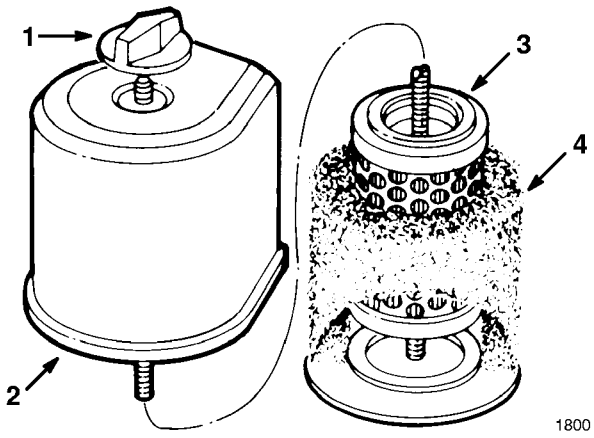

Abbildung 21
2. Drehknopf abschrauben und Filterdeckel abnehmen (Abb. 21).